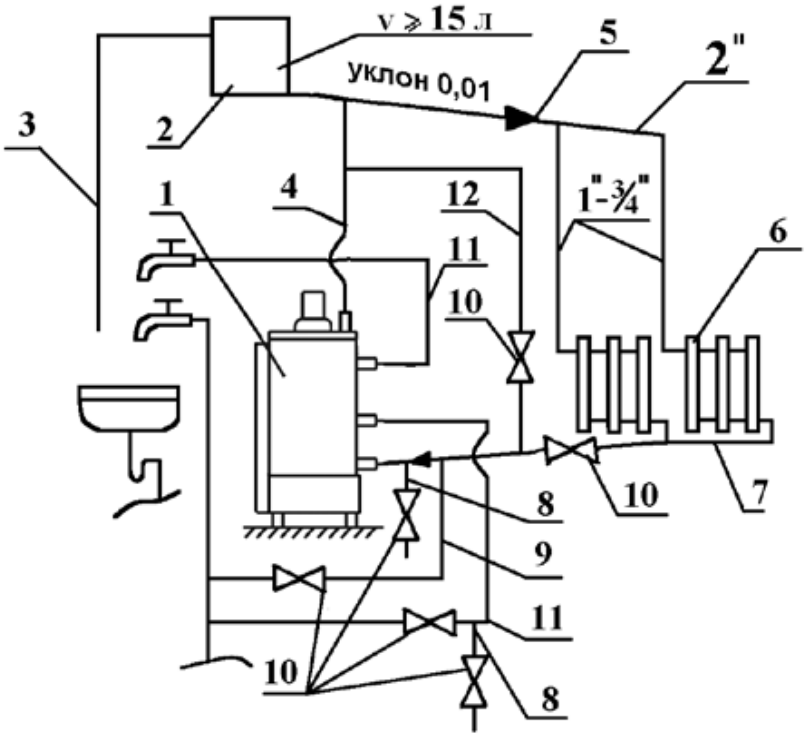

Рис.6 Схема системы отопления и горячего водоснабжения.
6.13. Заполните систему отопления водой. Контроль заполнения системы отопления осуществляется по трубе сигнальной 3 (Рис.6). Категорически запрещается установка запорной арматуры на стояке, идущем от аппарата. В целях исключения нарушения прочности и плотности аппарата при заполнении и подпитке системы отопления не допускать превышения давления перед аппаратом более 150 кПа (1,5 кг/см^2).
6.22. При длительном отборе горячей воды рекомендуем: для повышения температуры и объема горячей воды предварительно установить ручку управления 1 (Рис.2) на температуру 80 ^{0}С ÷ 85 ^{0}С и закрыть вентиль 10 (Рис.6) на магистрали обратной воды 7 в системе отопления. После окончания забора горячей воды открыть вентиль 10 (Рис.6) на магистрали обратной воды 7 для восстановления циркуляции воды в системе отопления и установить ручку управления 1 (Рис.2) на требуемую температуру.
6.23. На летний период закрыть вентиль 10 (Рис. 6) на магистрали обратной воды 7 и открыть вентиль 10 на магистрали 12. На осенне-зимний период вентиль 10 на магистрали 12 закрыть, а вентиль 10 на магистрали 7 открыть.
8.4. В случае прекращения работы аппарата в зимнее время на продолжительный срок (свыше суток) полностью слейте воду из системы отопления и системы горячего водоснабжения через вентили 10 сливных магистралей 8 (Рис.6) во избежание ее замерзания.